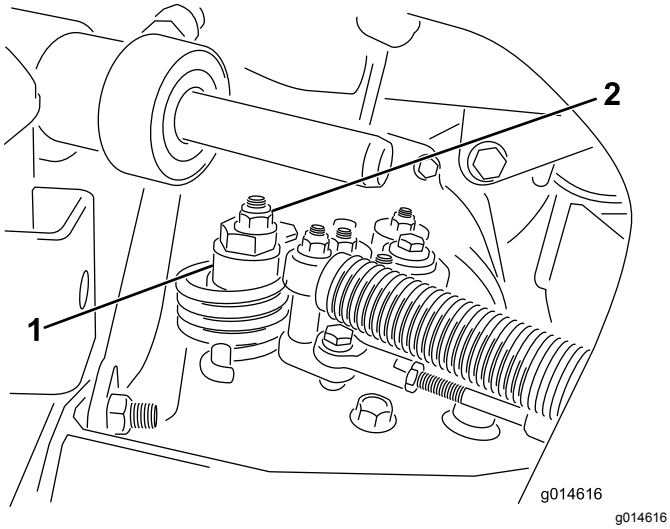

Figur 51
A. Løsne mutteren som fester eksenteren til toppen av hydrostaten (Figur 51).
C. Stram eksenteren til den ikke beveger seg i noen retning. Når hjulet ikke lenger roterer, må du stramme mutteren som låser eksenteren og justeringen (Figur 51). Kontroller justeringen med gassen i sakte- og hurtigstillingene.